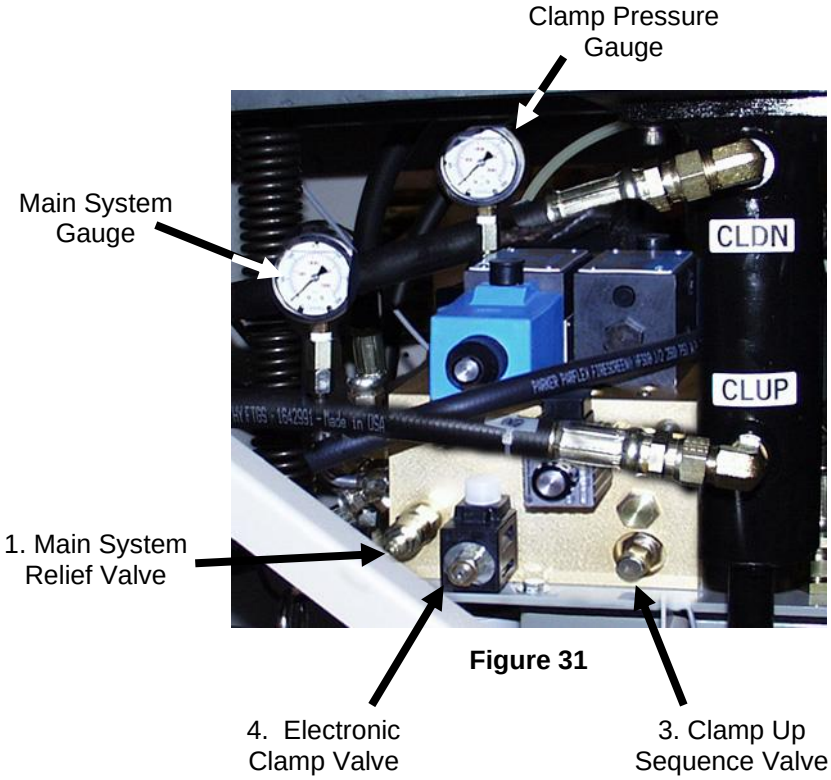

Figure 31
1. MAIN SYSTEM RELIEF PRESSURE: Use the “Knife Change” feature found in the Maintenance pull-down menu to send the knife and clamp down. Read the pressure on the main system gauge when the knife is bottomed on the table. Adjust the main system relief valve (Figure 31) to obtain a reading of 2,000 psi. It may be necessary to send the knife down several times.
3. CLAMP UP SEQUENCE PRESSURE: Activate a cut cycle and visually inspect the motion of the knife and clamp. The clamp should not lift off the table until the knife is all the way up. If it does, increase the sequence pressure by adjusting the clamp up sequence valve (Figure 31).
4. ELECTRONIC CLAMP PRESSURE SETTING: The electronic clamping control allows the convenience of changing the clamp pressure at the control console, as well as the ability to program different clamp pressure settings within programmed jobs. The clamp pressure is controlled by use of a slide bar on the TC touch screen located at the lower left corner of the screen. A number between 0 and 15 will be displayed, indicating the current pressure setting (0 being the lowest, 15 the highest). To adjust the actual clamp pressures at the minimum (0) and maximum (15) settings, follow the procedure below: